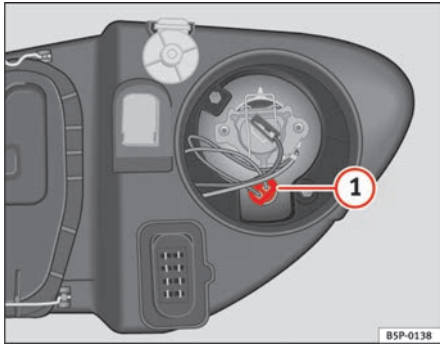

Fig. 187 Side lights
– Extract the lamp holder ⇒ fig. 187 (1) outwards.